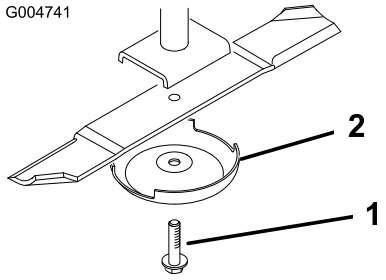

図 84
3. スピンドルのシャフトからブレードボルト、芝削り防止カップ、ブレードを取り外す図 84。